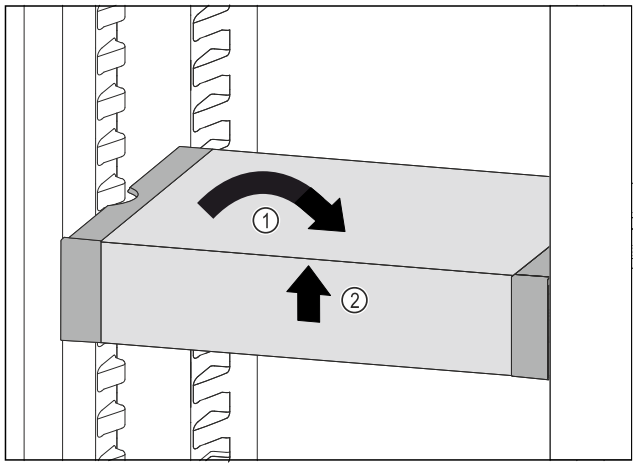

Fig. 122
▶ Set VarioSafe straight. *Fig. 122 (1)*
▶ Lift VarioSafe at the front. *Fig. 122 (2)*